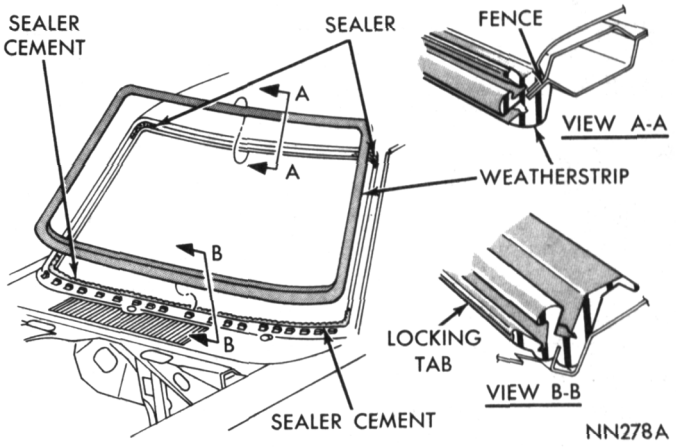

Fig. 7—Windshield Weatherstrip—Satellite
(4) Unlock weatherstrip (Figs. 7 and 8) by prying lip of weatherstrip apart, inserting a fibre wedge, and